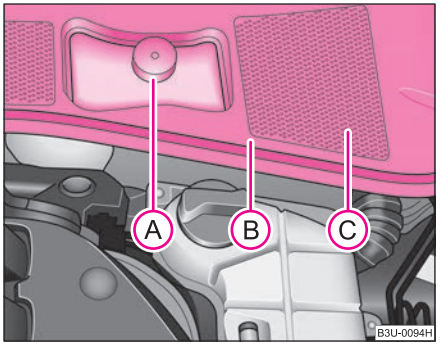

Fig. 177 Engine compartment: Brake fluid reservoir
– Pull off the rubber seal (B) ⇒ fig. 177 partially away and lift the cover (C) slightly.
– Inspect the brake fluid level at the reservoir (A). The level must be between the “MIN” and “MAX” markings. The markings are indicated on the side of the reservoir.